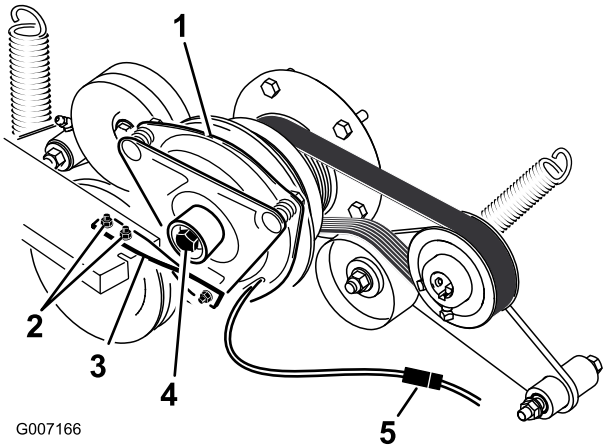

**Figuur 62**
5. Maak de stekker voor de elektrische aansluiting van de koppeling los (Figuur 62).
6. Verwijder de bouten waarmee de rubberen band van de koppeling is bevestigd aan het frame van de maaier (Figuur 62).
7. Verwijder de middelste bout waarmee de koppeling is bevestigd aan de uitgaande as van de motor en verwijder de koppeling en de spie (Figuur 62).
14. Houd de krukas op de achterkant van de machine, monteer de middelste bout en zet deze vast met een torsie van 68 Nm (Figuur 62).
15. Monteer de rubberen band van de koppeling op het frame van de maaier met de twee bouten en moeren die u eerder hebt verwijderd (Figuur 62).
17. Sluit de stekker voor de elektrische aansluiting van de koppeling aan (Figuur 62).